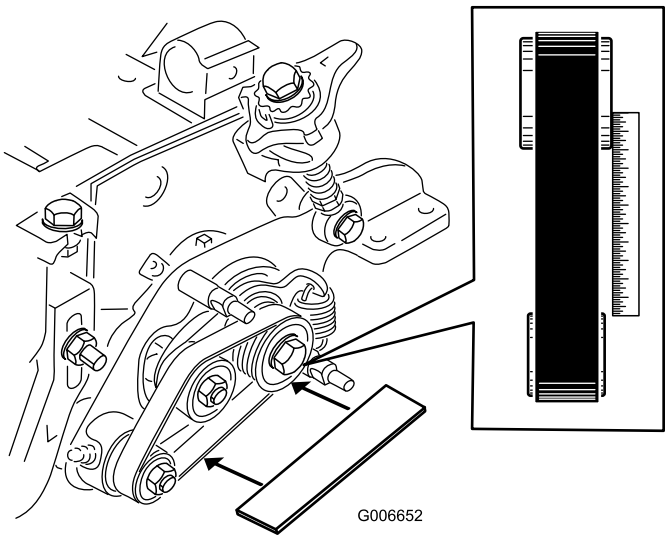

Figura 12
- Appoggiate un regolo sulla superficie esterna della puleggia **di comando** (Figura 12).